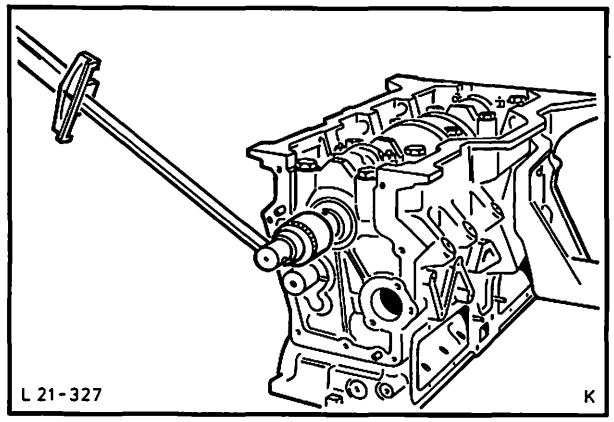

Abb. 66 Reibmoment mit einem Drehmomentschlüssel messen
38. Drehmoment (nach Montage aller Lager) zur Sicherheit mit einem Drehmomentschlüssel durch Drehen der Kurbelwelle messen, Reibmoment darf 6 mkp nicht überschreiten, Abb. 66.